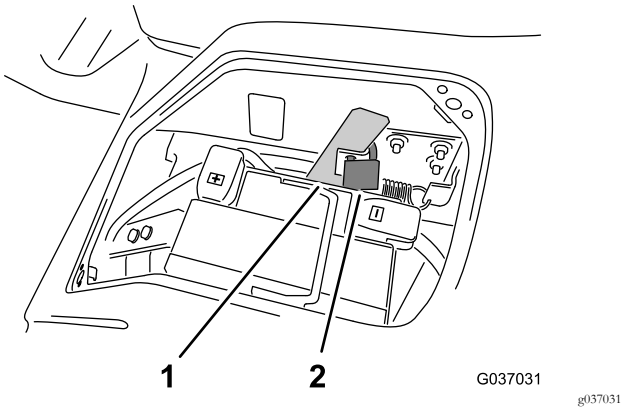

Rysunek 2
2. Zdejmij kłódkę mocującą uchwyt zaczepu podestu, jeżeli jest ona założona (Rysunek 2).